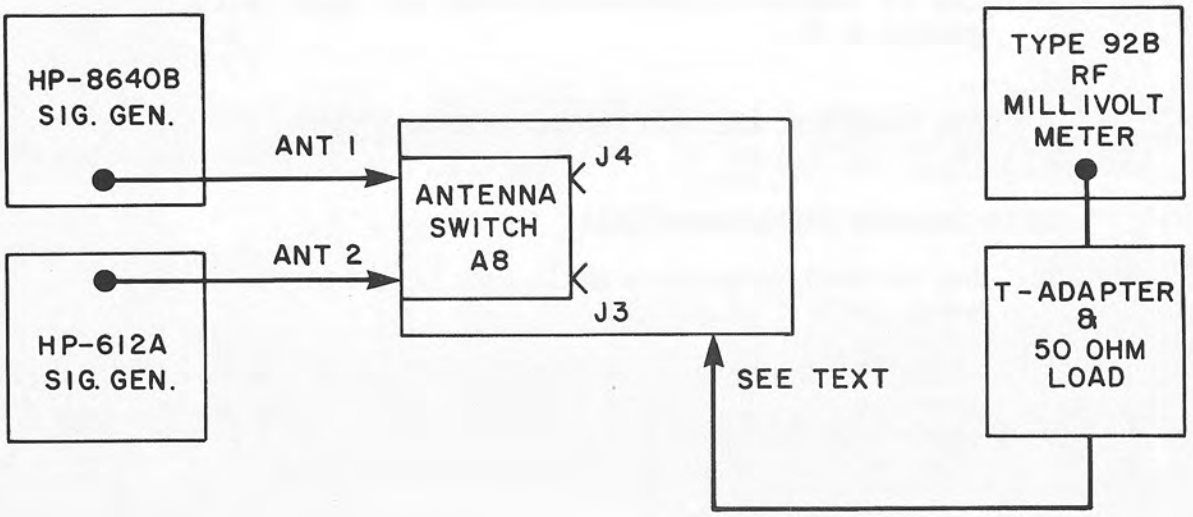

Figure 4-10. Antenna Switch Performance Test, Equipment Connections
3. Connect the test equipment as illustrated in **Figure 4-10,** with the RF millivoltmeter connected to J3.